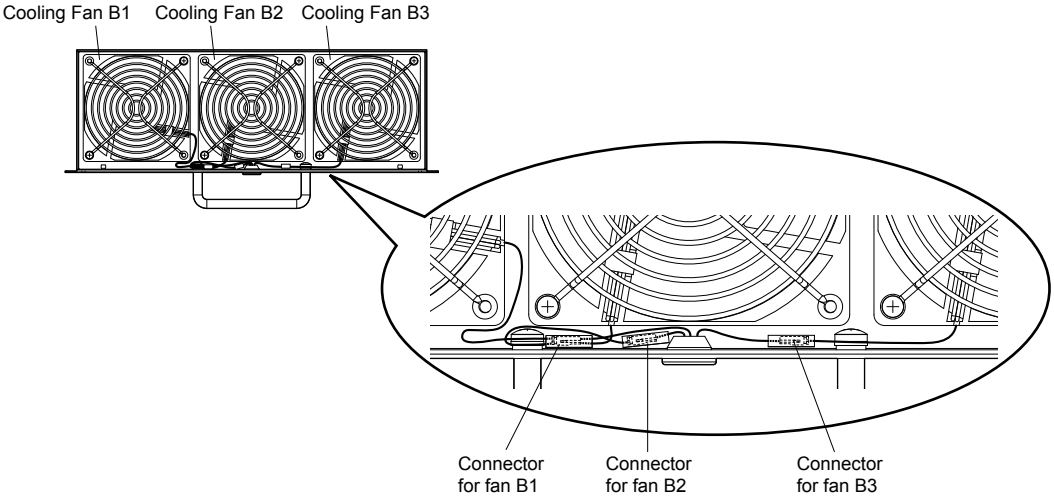

Figure 7.31 Cooling Fan Wiring: 4A0414
2. Place the fan connector covered by the tube as shown in *Figure 7.31*.